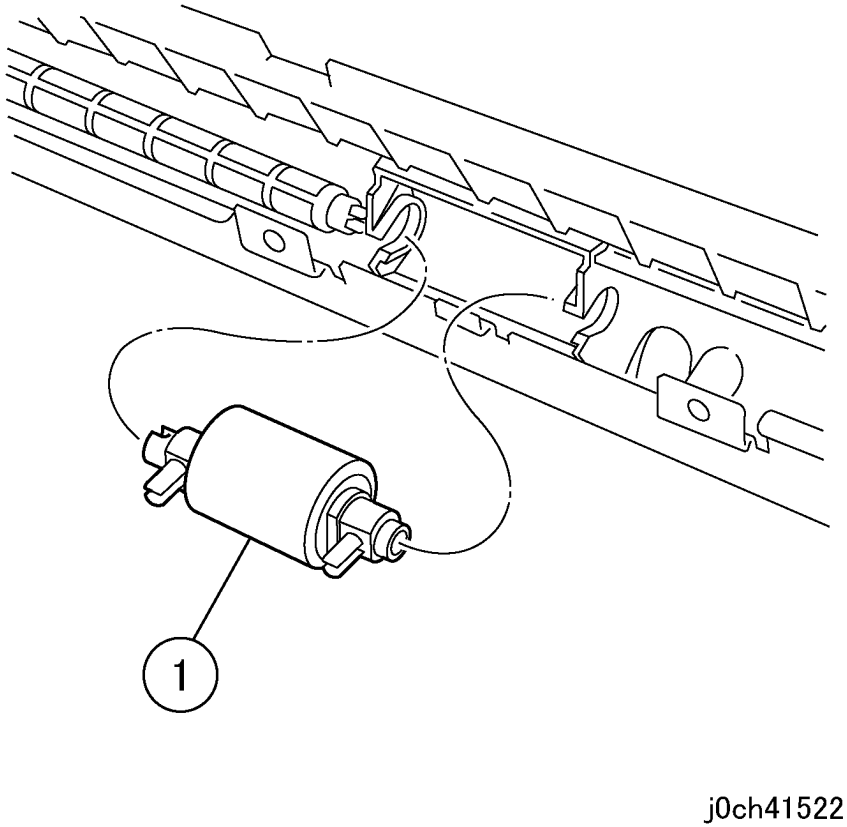

Рисунок 3 Снятие тормозного ролика (j0ch41522)
4. Снимите тормозной ролик (рисунок 3).